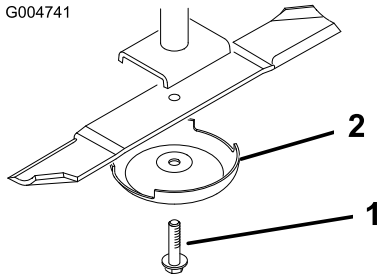

Figuur 84
3. Verwijder de mesbout, de antiscalpeercup en het mes van de as (Figuur 84).